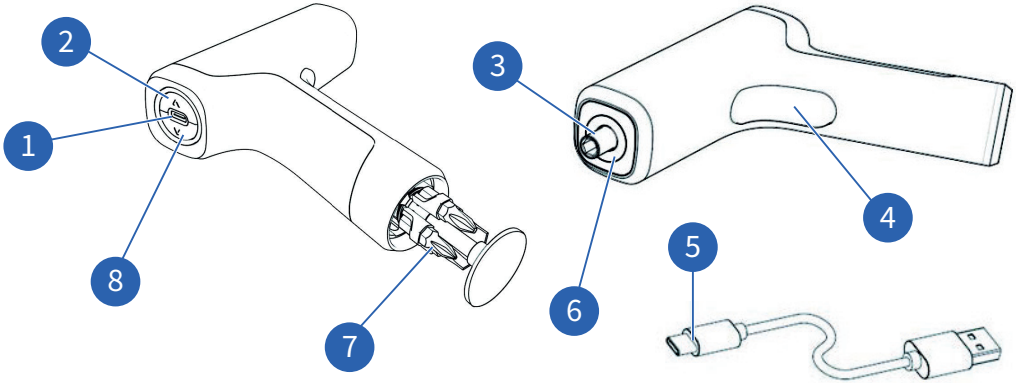
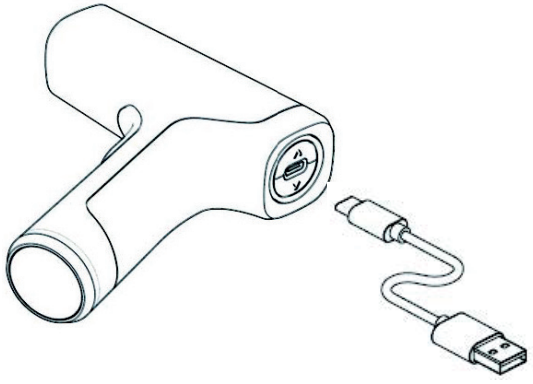

Fig. 1: Overview
Fig. 3: USB charging cord
1. To install the bits push the bit or extension rod directly into the hex drive chuck (Fig. 1/3) until it is installed in place.
1. Insert the charging plug (Fig. 1/5) into the charging socket (Fig. 1/1) and ensure that they are connected correctly (Fig. 3).
Backside LED (Fig. 1/8):